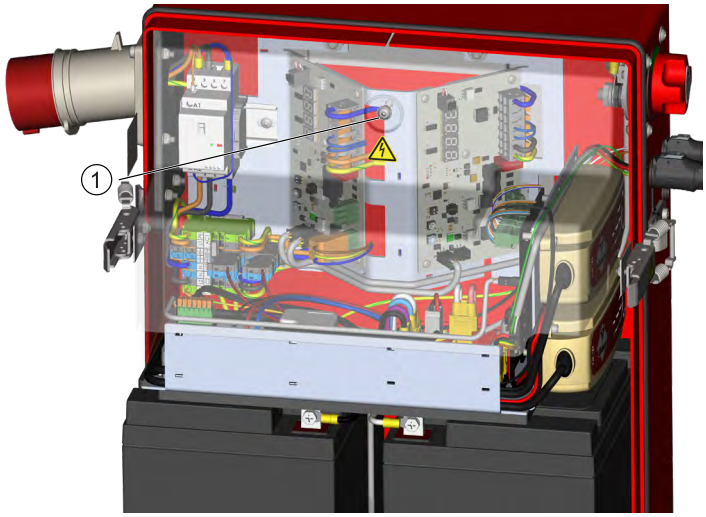

Afbeelding 28: Aanraakbeveiliging
2. Draai de inbusbout van de aanraakbeveiliging los zie Afbeelding 28 “Aanraakbeveiliging”, op pagina 84).